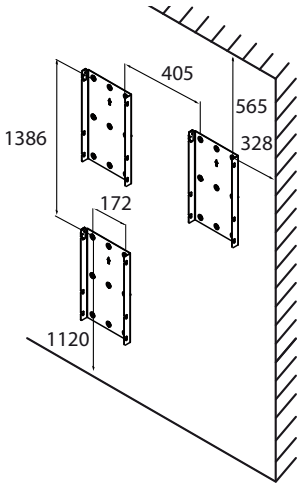
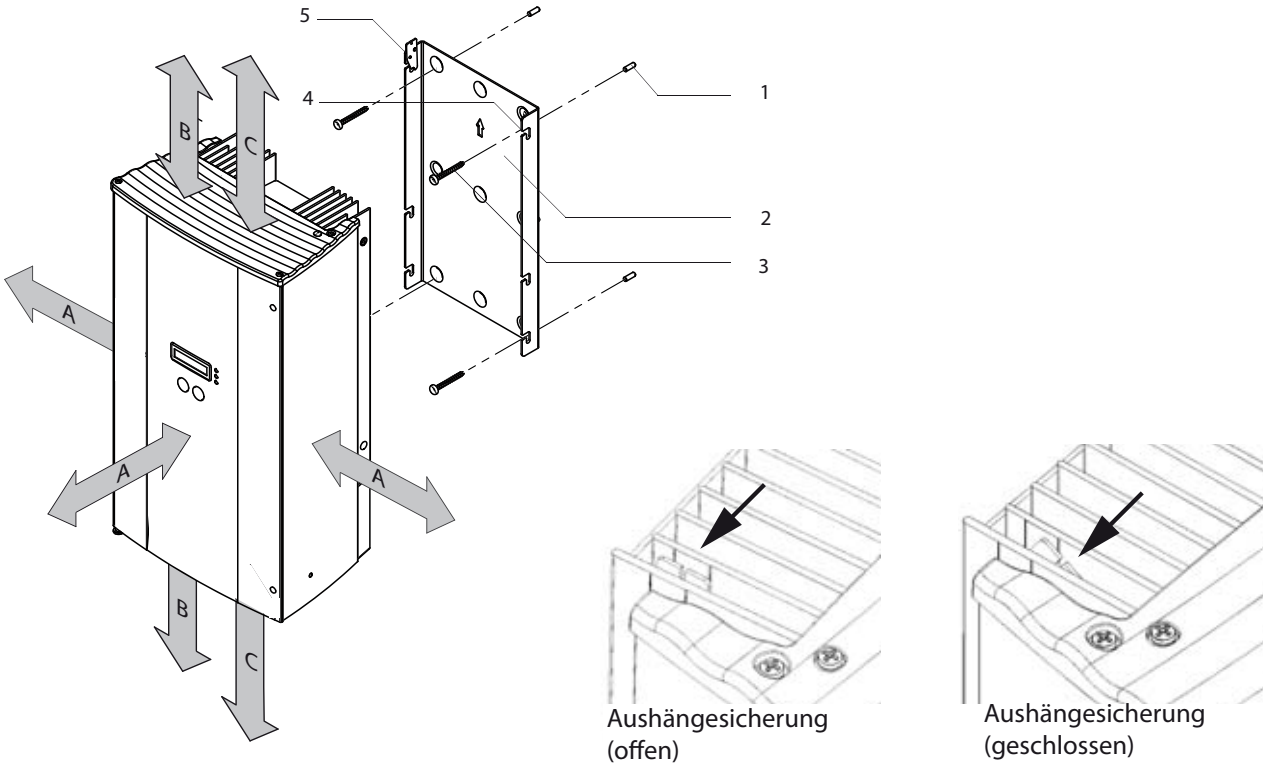

Bild 10: Bohrschablone für die Wandmontage mit Mindestabständen (in mm)
Bild 11: Mindestabstände des Wechselrichters
- Mindestabstände bei der Montage: siehe Bild 10 und Bild 11 auf Seite 17 .
HINWEIS: Die Mindestabstände zwischen zwei Wechselrichtern bzw. dem Wechselrichter und der Decke/dem Boden sind in der Zeichnung (siehe Bild 10) bereits berücksichtigt.
9. Den Wechselrichter mit der Aushängesicherung fixieren. (Siehe Bild 11 auf Seite 17